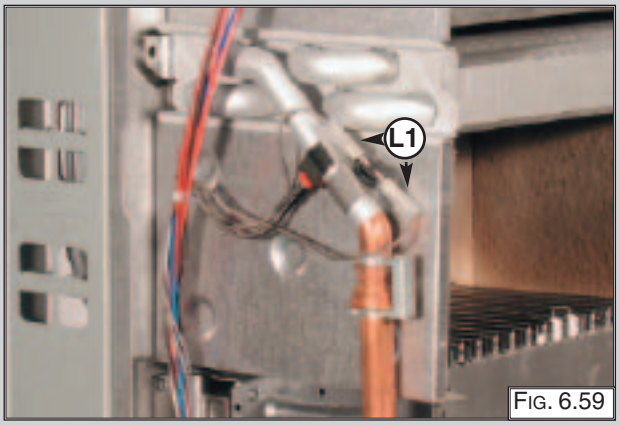

FIG. 6.59
1. Disconnect the overheat thermostat electrical connections “L1” (FIG. 6.59);